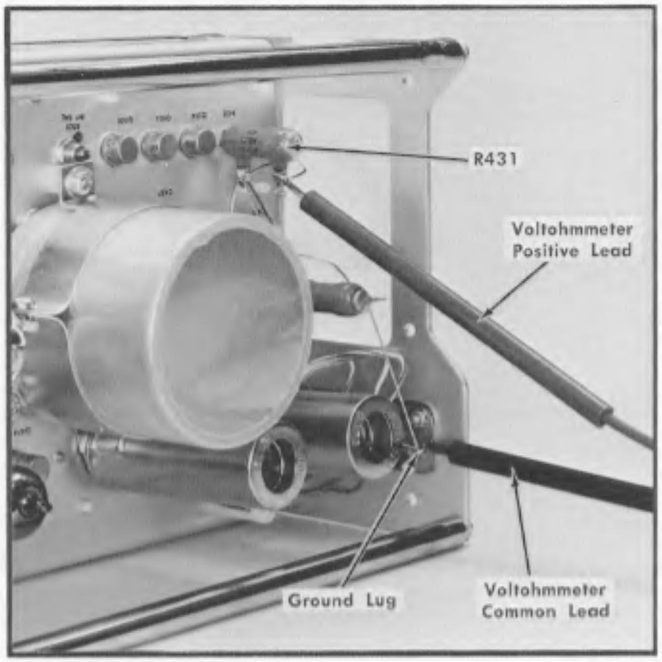

Fig. 6-7. Location of R431 and test points.
c. Connect the meter common lead to ground on the Type 2A61. A convenient ground lug is shown in Fig. 6-7.
d. Connect the meter positive lead to the white-red lead on R431, as shown in Fig. 6-7.